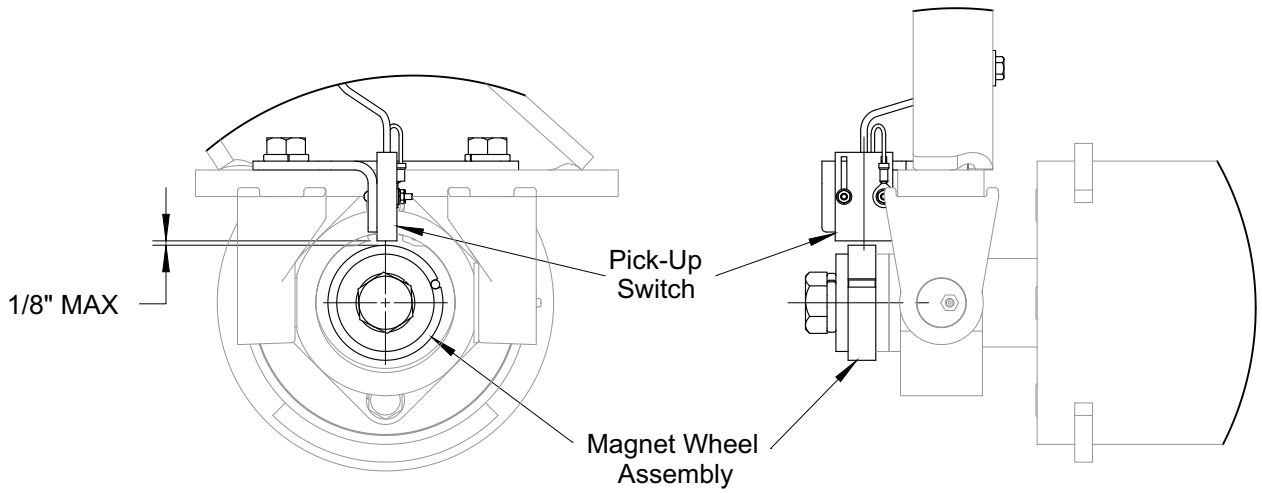

Figure 2-25: Pick-Up Switch Side View
5. Adjust the Acre Meter Switch so the center line of magnet wheel and pickup switch are horizontally and vertically aligned with a maximum 1/8” between magnet wheel and pickup switch. Now firmly tighten all screws. **See Figure 2-25.**